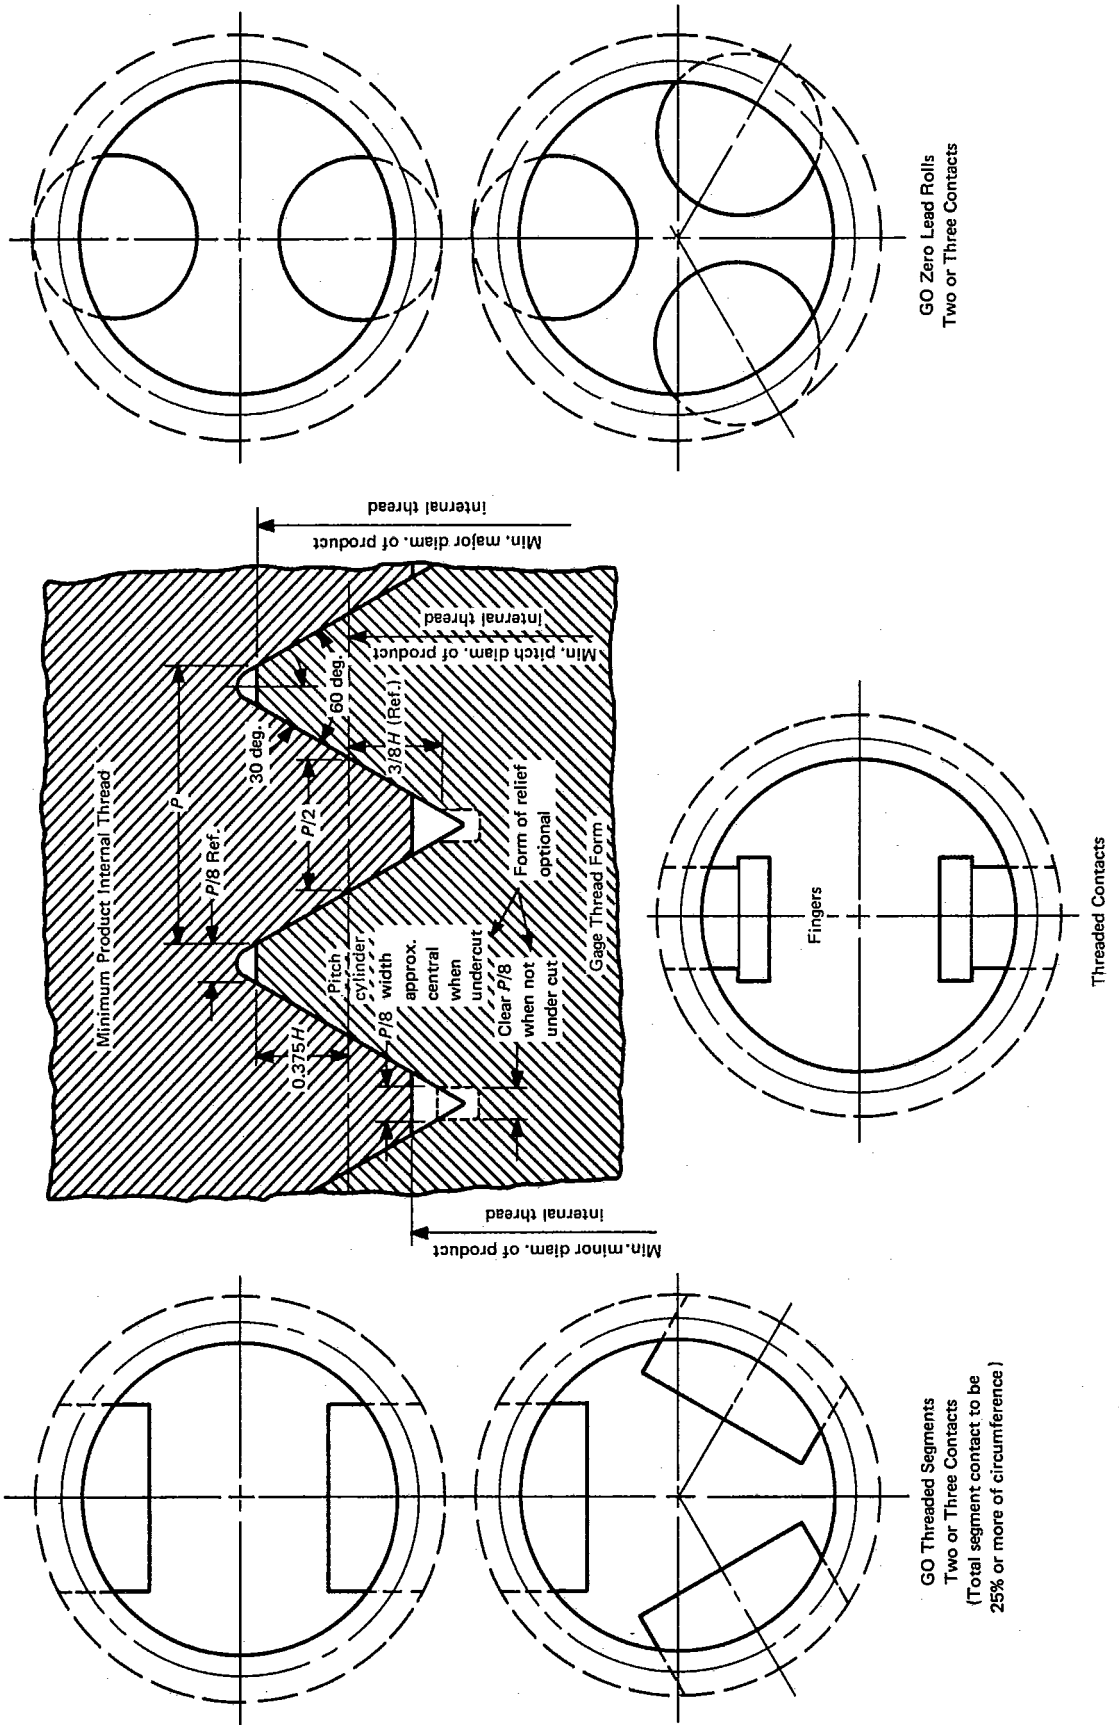
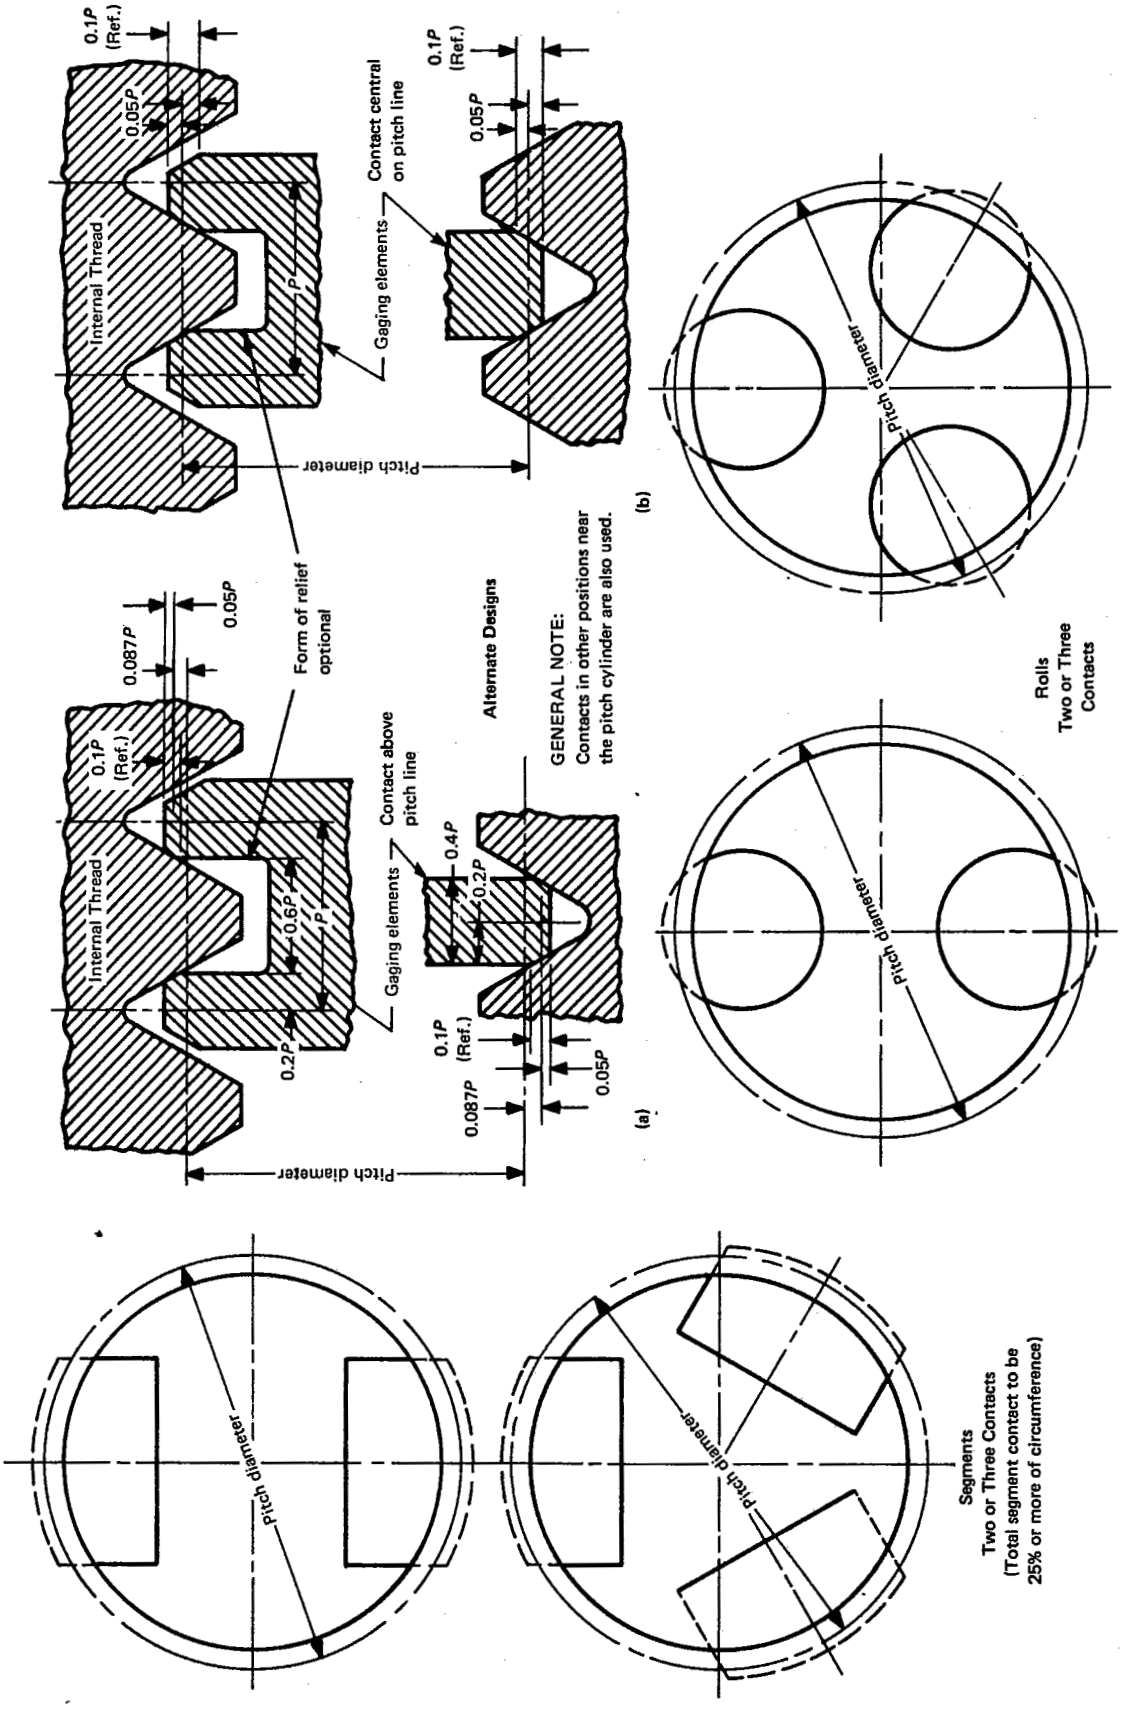
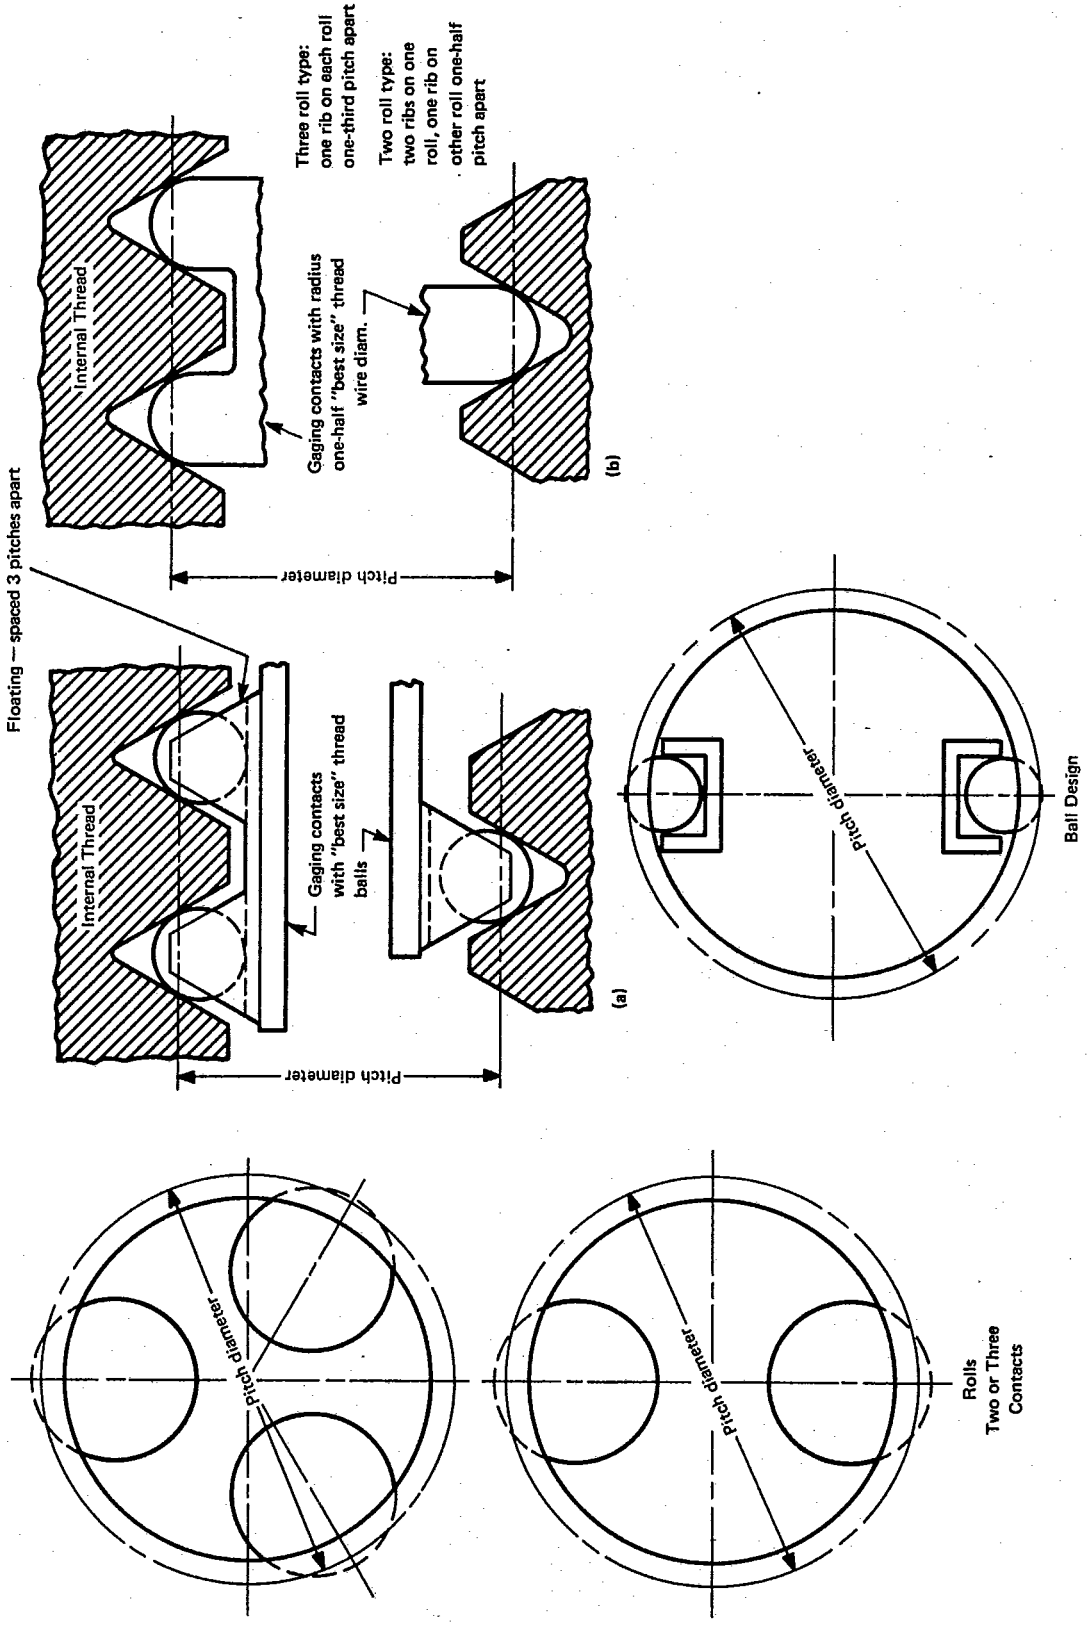
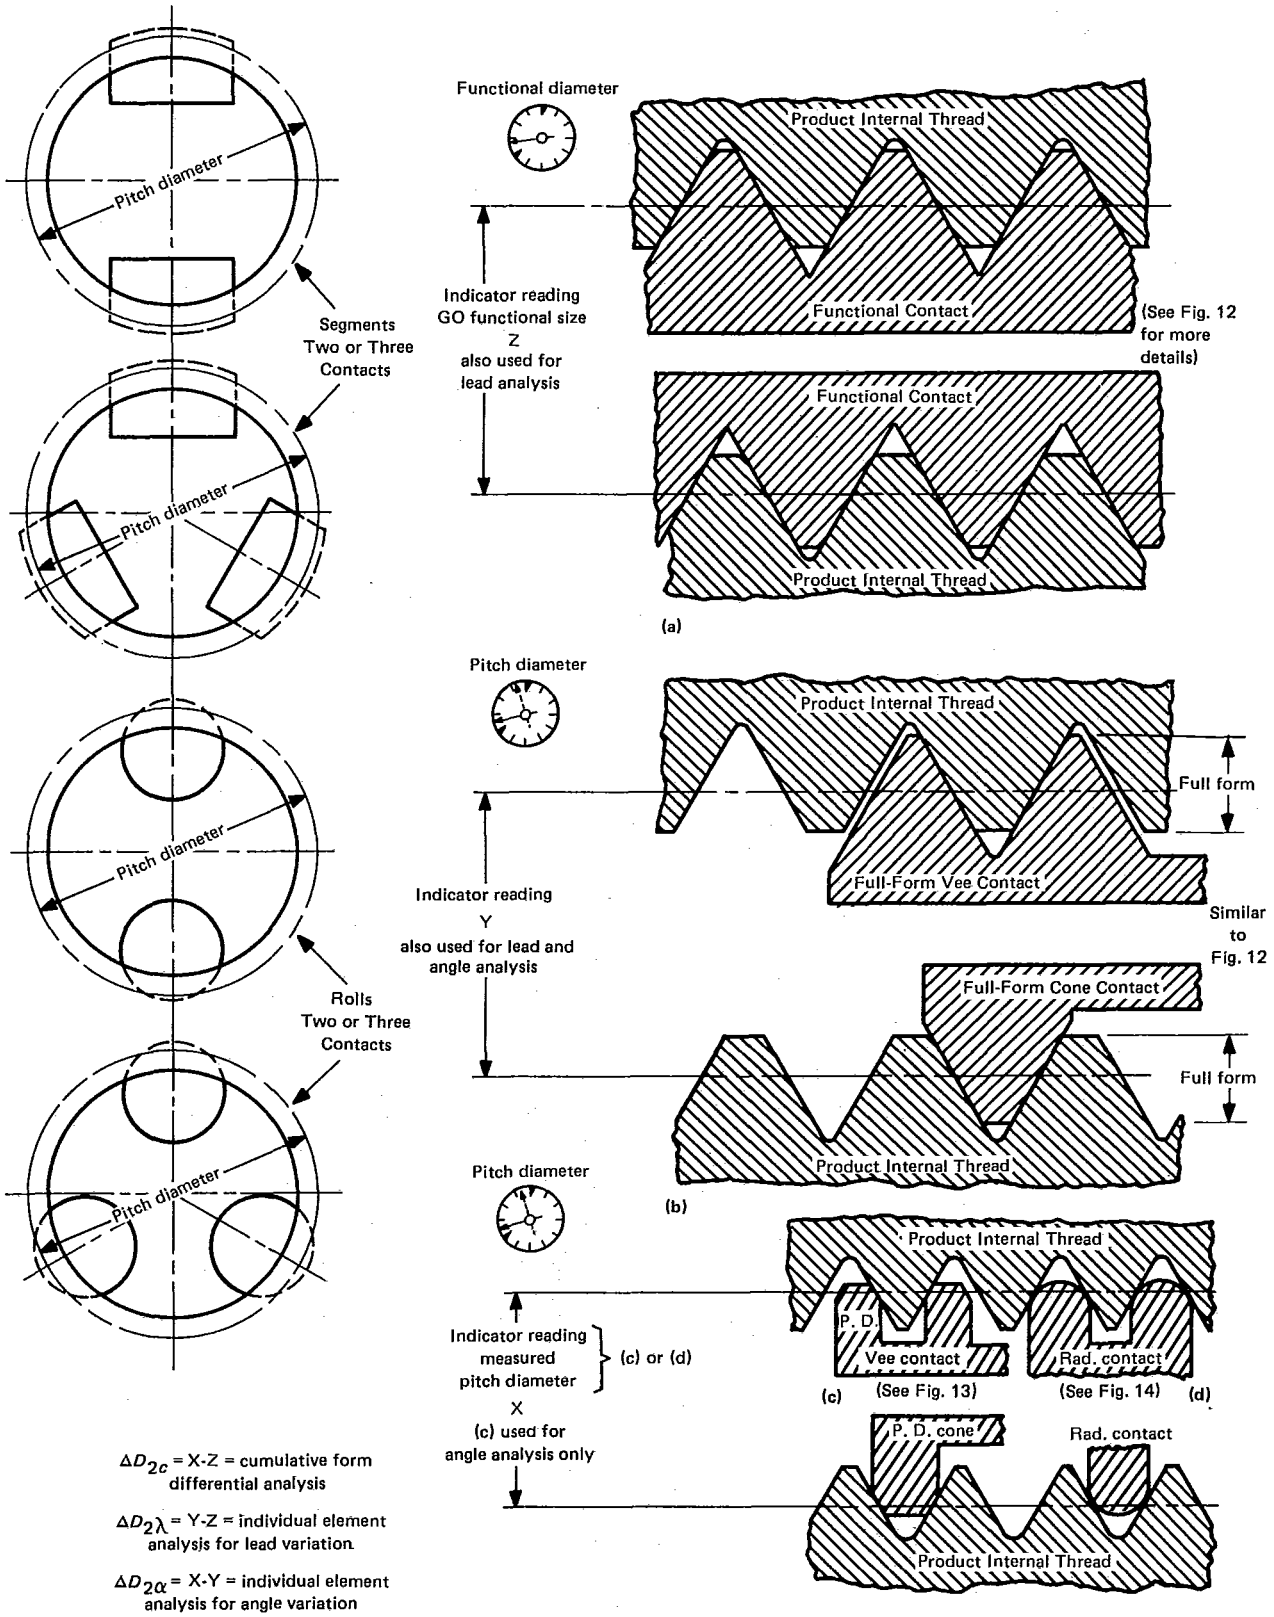

FIG. 12 INDICATING THREAD GAGES — MAXIMUM-MATERIAL GO FUNCTIONAL LIMIT AND SIZE
FIG. 13 INDICATING THREAD GAGES — MINIMUM-MATERIAL PITCH DIAMETER LIMIT AND SIZE — CONE AND VEE
FIG. 14 INDICATING THREAD GAGES — MINIMUM-MATERIAL PITCH DIAMETER LIMIT AND SIZE — BALL AND RADIUS
FIG. 16 INDICATING THREAD GAGES — DIFFERENTIAL GAGING
4.10.3 Thread Form. The specifications for thread form on GO functional segments, rolls, or fingers are summarized in Table 4 and Fig. 12.
4.11.3 Thread Form. The specifications for cone and vee segments are shown in Fig. 13; the ball design and thread groove diameter type are shown in Fig. 14.
4.11.4 The major diameter of the cone and vee segments or rolls is made to manufacturer's standard. See Figs. 13 and 14.
4.13.2 Cumulative Thread Element Variation Differential. Indicating gages have either three contacts at 120 deg. spacing or two contacts at 180 deg. spacing. The indicating gages with segments or rolls as shown in Figs. 12 and 16, sketch (a) give the functional size indicating reading, Z. The indicating gages with cone and vee segments or rolls with one thread pitch engagement at pitch diameter line, Fig. 13, and thread groove diameter type, Fig. 14, sketch (a) or (b), or both, shown in Fig. 16, sketches (c) and (d), give the pitch diameter size indicating reading, X. The difference in the indicator readings, X − Z, between the two types of gages gives the cumulative form differential reading which corresponds to the pitch diameter equivalent, $\Delta D_2 c$, for the combination of lead, helix, flank angle, roundness, and taper variations on the product thread. See Fig. 16.
4.13.3.1 Lead (Helix) Differential Reading. The indicating gage reading, Y, using the full-form thread segments or rolls with one thread pitch engagement, similar to Figs. 12 and 16, sketch (b), is compared to the reading, Z, using the functional size gage shown in Figs. 12 and 16, sketch (a). The difference between the measured values, Y − Z, is the lead differential reading which corresponds to the pitch diameter equivalent, $\Delta D_2 \lambda$, for the lead and helix variation of the product thread.
4.13.3.2 Flank Angle Differential Reading. The indicating gage reading, X, using segments or rolls with cone and vee design, Figs. 13 and 16, sketch (c), is compared to the reading, Y, using the full-form thread segments or rolls, similar to Figs. 12 and 16, sketch (b). Both designs have one thread pitch engagement. The difference between the measured values, X − Y, is the flank angle differential reading which corresponds approximately to the pitch diame-
4.13.3.3 Roundness and Taper Differential Readings. By the use of full-form thread segments or rolls with one thread pitch engagement, similar to Figs. 12 and 16, sketch (b), cone and vee segments or rolls, Figs. 13 and 16, sketch (c), or thread groove diameter type, Figs. 14, sketch (a) or (b), and 16, sketch (d), the roundness and taper of pitch cylinder is checked. Rotate the product between contacts at different axial locations on thread for maximum difference in roundness and taper readings. Two contacts spaced 180 deg. apart give even lobing out-of-round measurement. Three contacts spaced 120 deg. apart give odd lobing out-of-round measurements.
4.13.4 Thread Form. The functional segments or rolls, Fig. 16, sketch (a), are described in 4.10. The full-form one thread vee segment or roll, Figs. 12 and 16, sketch (b) upper contact, has a depth of thread equivalent to the functional type, but relieved on the outside thread flanks. The full-form cone segment or roll, Figs. 12 and 16, sketch (b) lower contact, has a $p/8$ flat on outside diameter. The cone and vee segments or rolls, Fig. 16, sketch (c), are described and shown in Fig. 13. Thread groove diameter type, Fig. 16, sketch (d), is described and shown in Fig. 14.
inspects the pitch diameter of the internal thread. It is shown in Fig. 14, sketch (a). Special fixturing and ball probes may be required when using a three-axis coordinate measuring machine for internal measurement of pitch diameter. See Appendices B9 and B10 for more information on thread-measuring balls.